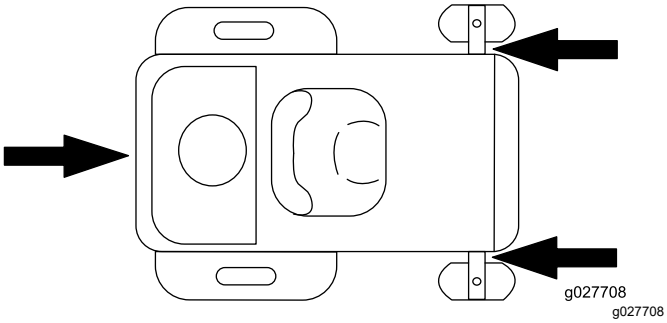

Figuur 33
6. Zet de machine vast bij de voorste zwenkwielen en het achterframe; gebruik hierbij spanbanden, kettingen, kabels of touwen (Figuur 33). Raadpleeg de lokale vereisten inzake de bevestiging van machines.